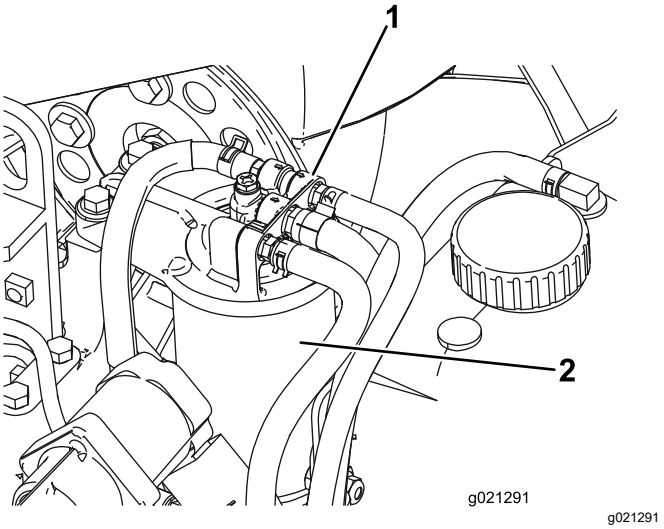

Figuur 93
2. Maak de omgeving van de kop van het brandstoffilter schoon (Figuur 93).
3. Verwijder het filter en reinig het filterkopplaatsingsoppervlak (Figuur 93).